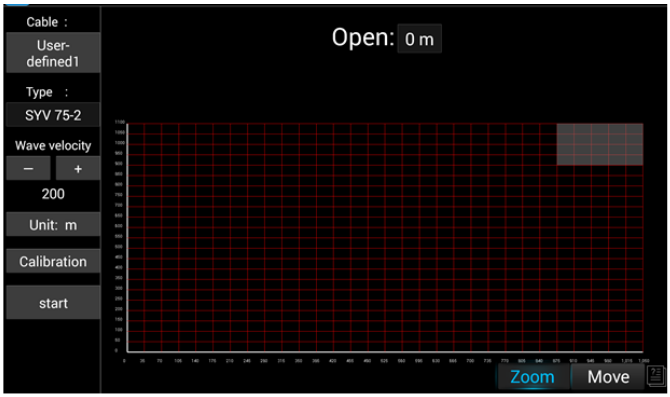

Рис. 154 Выбор типа для тестируемого кабеля
2. В строке Type (Тип кабеля) выберите тип кабеля. Например, для коаксиального кабеля этот параметр будет SYV 75-2, рис. 154